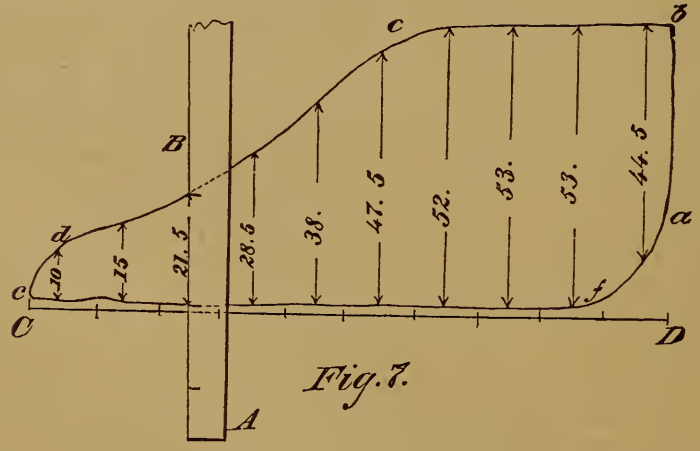

Fig. 7.
when the tension of the string is relaxed. Now, suppose that the indicator is attached to the cylinder of an engine, and the cord is fastened to some moving part, so that when the engine makes a stroke it causes the barrel carrying the paper to revolve, and on the return stroke the coiled spring in this paper barrel makes it turn back to its original position. Meanwhile the steam in the cylinder is pressing on the piston of the indicator, forcing it up a distance corresponding to the pressure, so that if the pencil is allowed to touch the paper, it will trace out a line which represents the pressure, and this line is called an *indicator diagram*. Such a diagram is shown in Fig. 7. The atmospheric line, *C D*,
V. *How to ascertain the mean effective pressure from a diagram.* —Fig. 7.